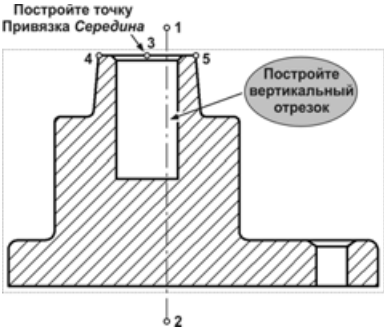

Рис. 3.34
- Постройте отрезок 1-2, который будет заготовкой осевой линии (рис. 3.34). Его начальную точку 1 и конечную точку 2 укажите произвольно.